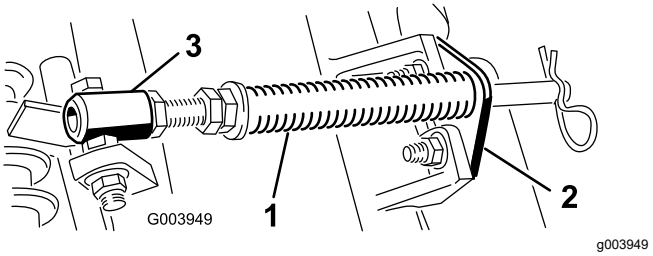

Figuur 4
A. Draai de 2 slotbouten en de moeren los waarmee de stangbeugel is bevestigd aan de lippen op het maaidek (Figuur 4).
B. Verwijder de flensmoer waarmee de bout van de veerbuis is bevestigd aan de lip op het draagframe (Figuur 4) en verwijder het geheel.
Opmerking: Plaats de kop van de bout aan de buitenkant van de lip, zoals wordt getoond in Figuur 4.